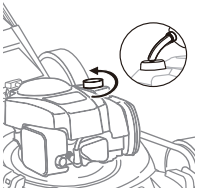

Fig.5
1. Fill engine with fresh, clean, regular unleaded gasoline with a minimum of 87 octane. Gasoline with up to 10% ethanol “E10 rating” is acceptable. Fill fuel tank to bottom of tank filler neck. DO NOT OVERFILL. (Fig.5)